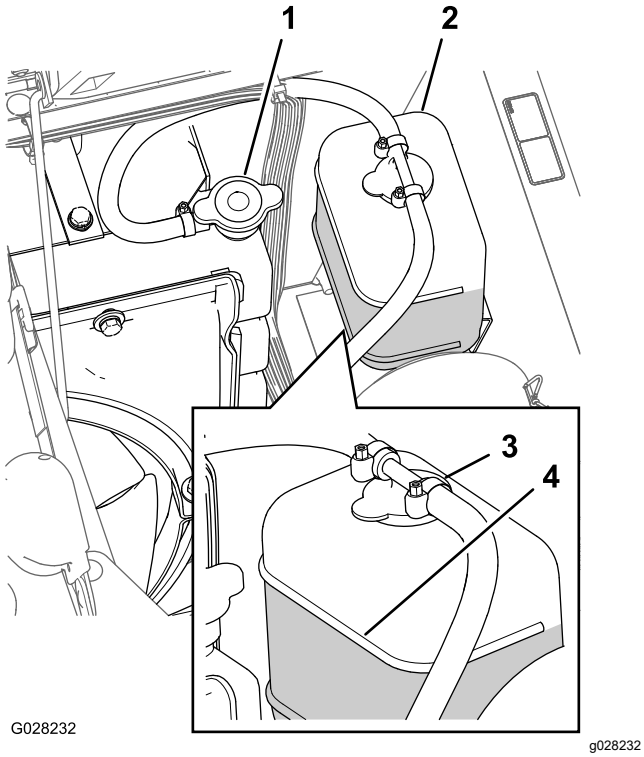

Figura 98
3. Retire cuidadosamente a tampa do radiador e a tampa do depósito de expansão (Figura 98).
Nota: O radiador deverá encontrar-se cheio de líquido até ao cimo do tubo de enchimento e o nível de líquido no depósito de expansão deverá atingir a marca Cheio no depósito (Figura 98).
5. Se o nível do líquido de arrefecimento for baixo, retire a tampa do depósito de expansão e o tampão do radiador, encha o depósito de expansão até à marca Cheio e o radiador até ao cimo do tubo de enchimento (Figura 98).
6. Volte a colocar as tampas no radiador e no depósito de expansão (Figura 98).
2. Aguarde até o motor estar frio e depois retire o tampão do radiador (Figura 98).
6. Retire o tampão do radiador (Figura 98).
8. Ligue o motor com a tampa sem aperto no radiador (Figura 98).
10. Assim que o líquido de arrefecimento tiver aquecido, encha o nível do líquido até à superfície de vedação e aperte o tampão (Figura 98).
11. Abra a tampa do depósito de expansão e encha o depósito com líquido de arrefecimento até ao nível Frio (Figura 98).